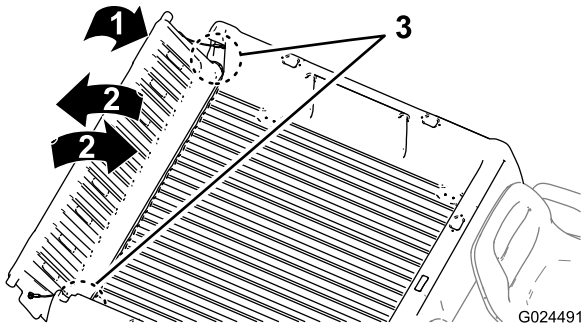

Figura 14
2. Ruotate la sponda posteriori in posizione di circa 45° (Figura 14).
3. Agitate con un movimento rapido per ruotare la sponda posteriore avanti e indietro più volte (Figura 14).